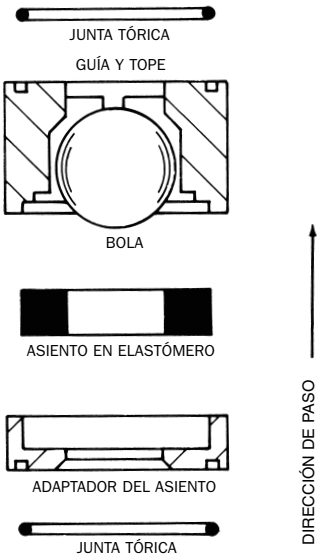

Figura 34
a) Válvulas para Lodos (Figura 34), provistas de asiento en material elastómero. Se emplean en transporte de lodos con contenido de partículas abrasivas.